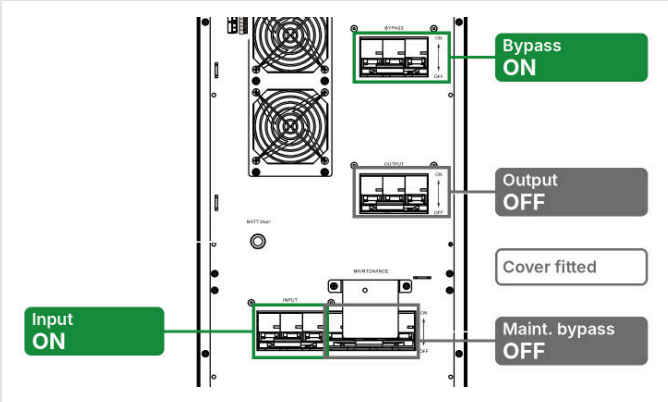

FIGURE 6-2 Start-up, step 1: INPUT and BYPASS ON
1. Close the INPUT and BYPASS breakers (Figure 6-2). The touchscreen lights, initializes and shows the bypass output (Figure 5-5).